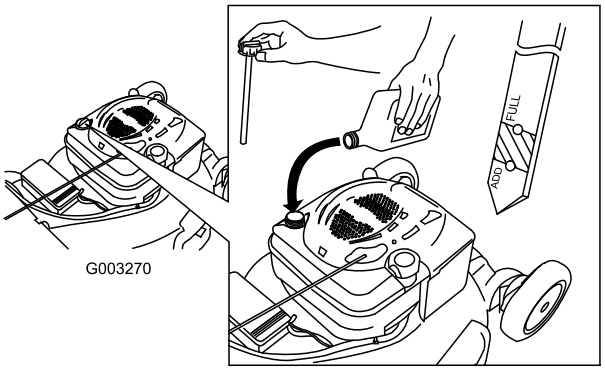

Figur 36
4. Hell olje **sakte** inn i oljepåfyllingsrøret til oljenivået når Full-merket på peilestaven (Figur 36). **Ikke fyll på for mye.** (Maks. påfyll: 0,59 l, type: rensende SAE 30W-olje med API-serviceklassifisering SF, SG, SH, SJ, SL eller høyere.)